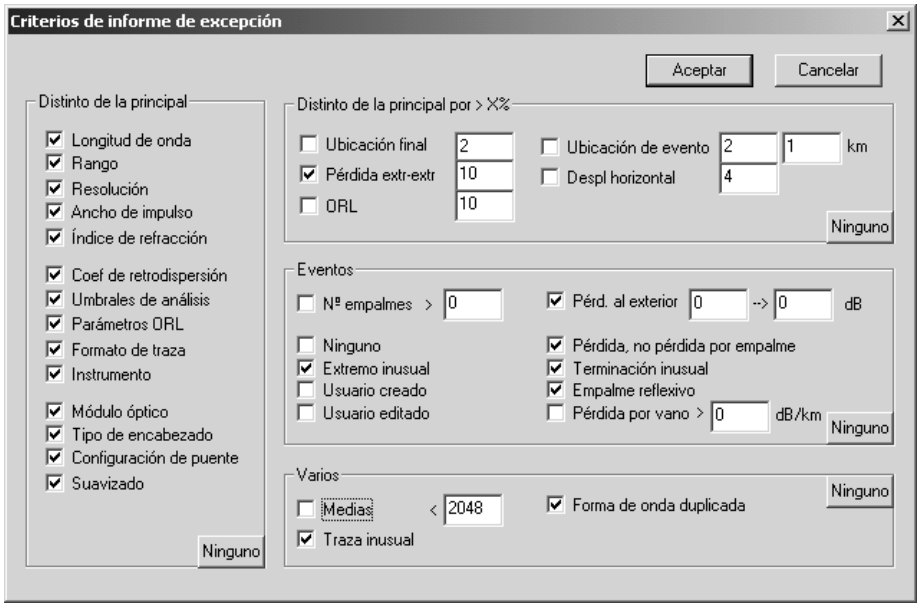

Figura 11-7: Cuadro de diálogo de Criterios de informe de excepción
6. Configure el cuadro de diálogo de Criterios de informe de excepción tal y como se muestra en Figura 11-7.